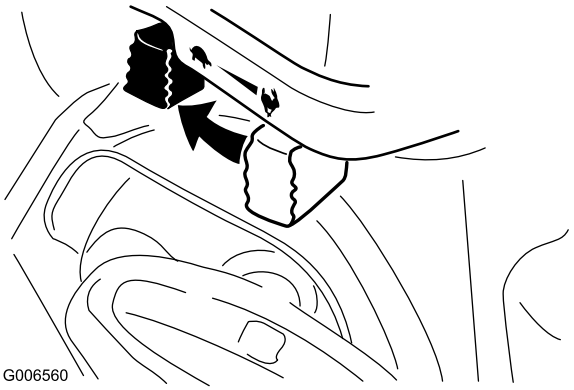

Figuur 31
1. Zet de gashendel op de stand Langzaam, en vervolgens op Stop (Figuur 31).